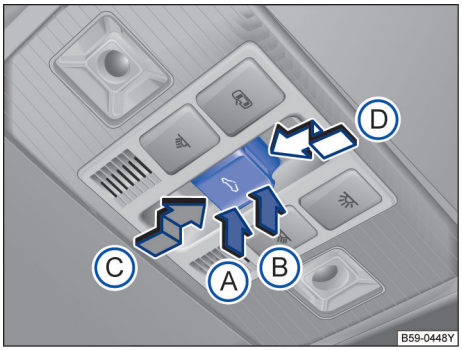

图 58 顶篷上的天窗控制按钮
按钮→图 58 设有 2 挡位置。1 挡位置：可完全打开天窗，或部分翻开天窗，打开或关闭天窗。
– 触发防夹功能后 5 秒钟内按压 按钮→图 58，沿箭头Ⓓ 方向将按钮保持在 2 挡位置，直至天窗完全关闭。